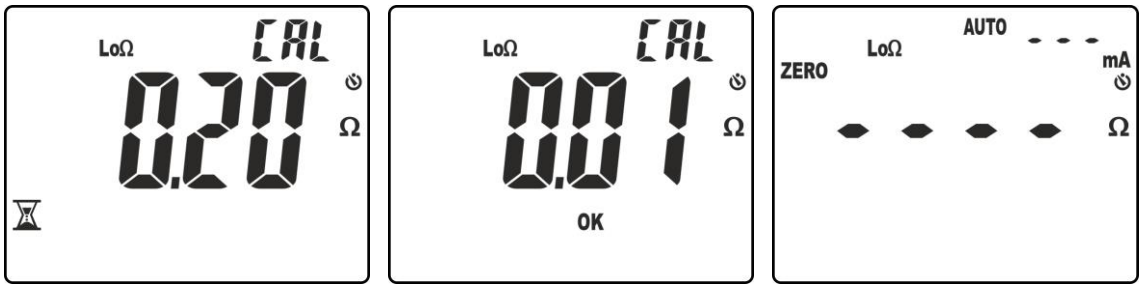

Fig. 33: Resultados do azeramento corretamente efetuado
4. O instrumento executa a primeira medição detetando a resistência dos cabos de teste (ver Fig. 33 – parte esquerda). Se esse valor compensado (ZERO) for **≤5.00Ω** o instrumento mantém esse valor memorizado e executa a próxima verificação efetuando uma segunda medição e fazendo a diferença entre este novo valor e o compensado. Se esse valor for **≤0.01Ω** a calibração é confirmada e a mensagem "OK" é apresentada no display (ver Fig. 33 – parte central). De seguida, o instrumento volta para o ecrã de medição com a mensagem "ZERO" presente no display para significar a presença da compensação dos cabos